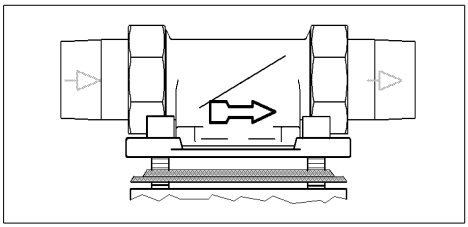

Fig. 1: Rotary flange fitting
– Direction of flow (see fig. 1)